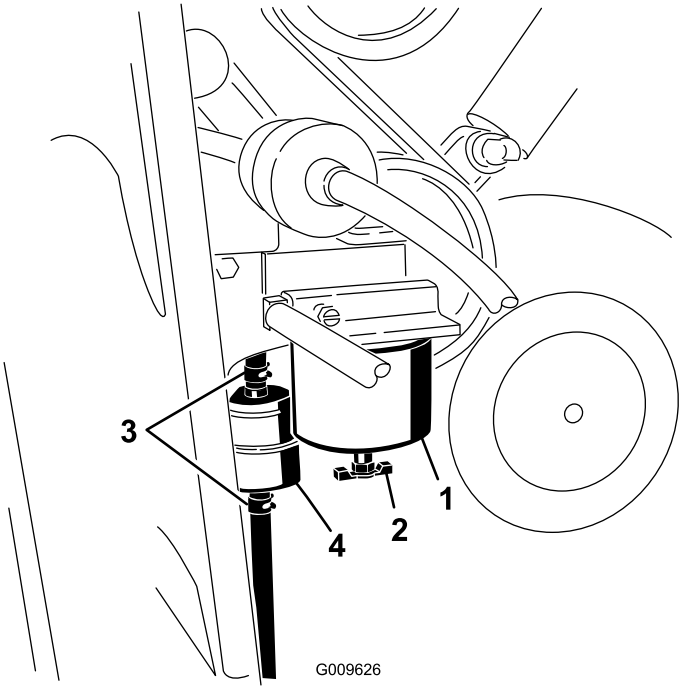

Figuur 36
1. Het brandstoffilter bevindt zich aan de rechterzijde van de motor (Figuur 36). Plaats er een opvangbak onder.
1. De brandstoffilters bevinden zich aan de rechterzijde van de motor (Figuur 36). Plaats er een opvangbak onder.
2. Reinig de omgeving van de plaats waar de filterbus wordt gemonteerd (Figuur 36).
3. Verwijder de filterbus en reinig de plaats waar deze wordt gemonteerd (Figuur 36).
5. Monteer de filterbus met de hand totdat de pakking contact maakt en draai deze vervolgens nog een halve slag verder (Figuur 36).
6. Het inlinefilter bevindt zich achter de brandstoffilterbus (Figuur 36). Let op de richting van de pijl op de zijkant van het inlinefilter.
7. Open de klemmen aan de uiteinden van het inlinefilter en schuif de slangen eraf (Figuur 36). Gooi het filter weg.
8. Schuif de slangen over het uiteinde van een nieuw filter (Figuur 36) en zorg ervoor dat de pijl op het filter in dezelfde richting wijst als de pijl op het oude filter.